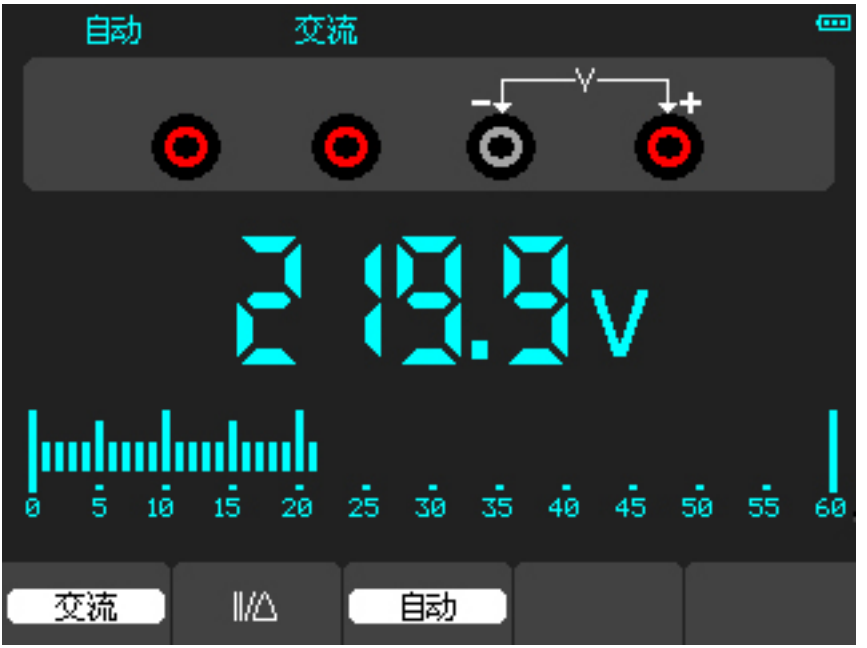

图 4-7 交流电压测量界面
d)将红色和黑色表笔连接到被测点，屏幕将显示被测点的交流电压值（如图4-7）。